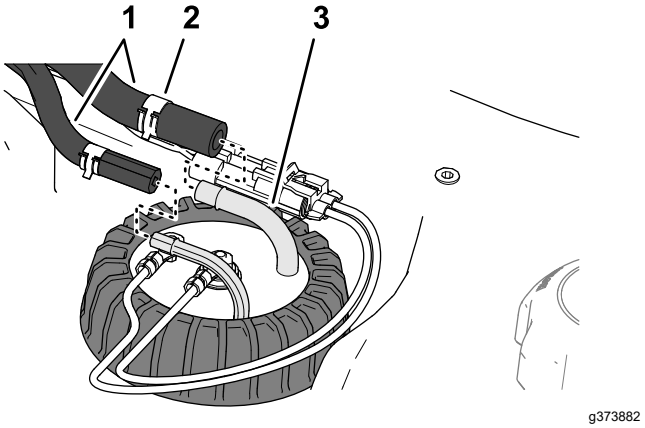

**Figuur 89**
4. Verplaats de klemmen waarmee de slangen zijn bevestigd aan de fittings van de brandstofsensor naar binnen en verwijder de slangen van de fittings (Figuur 89).